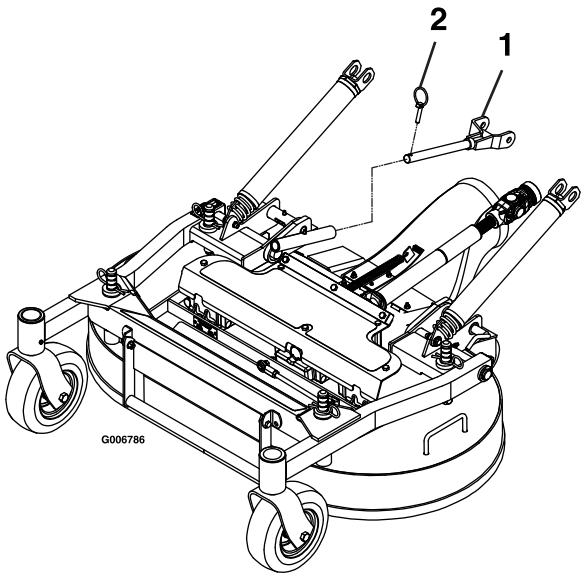

Figur 76
6. Fjern splittpinnene på forsiden av skyvearmene på begge sider av maskinen (Figur 76).
6. Fest skyvearmene med ringstiftene på venstre og høyre side av maskinen (Figur 76).